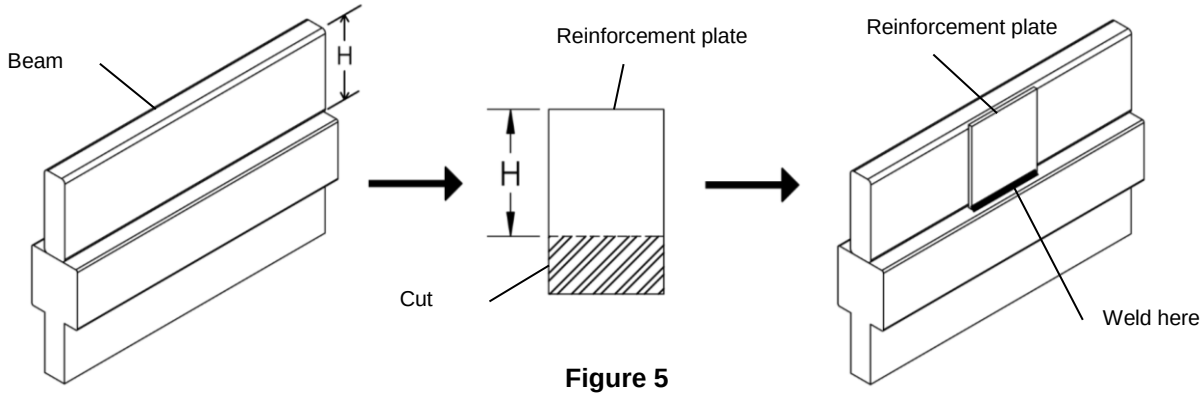

Figure 5
1. **Figure 5.** Measure the height of the wood beam (H).